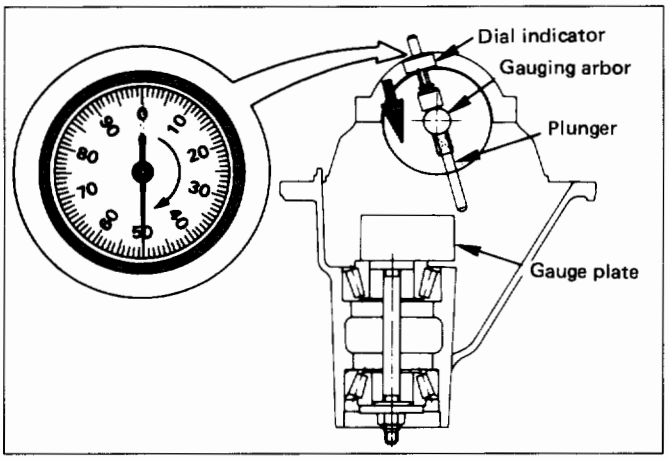

Fig. 4B-33
4) Position the plunger on the gauge plate. Move the gauging arbor slowly back and forth and locate the position at which the dial indicator shows the greatest defection. At this point, once again set the dial indicator to "0" (Fig. 4B-34).